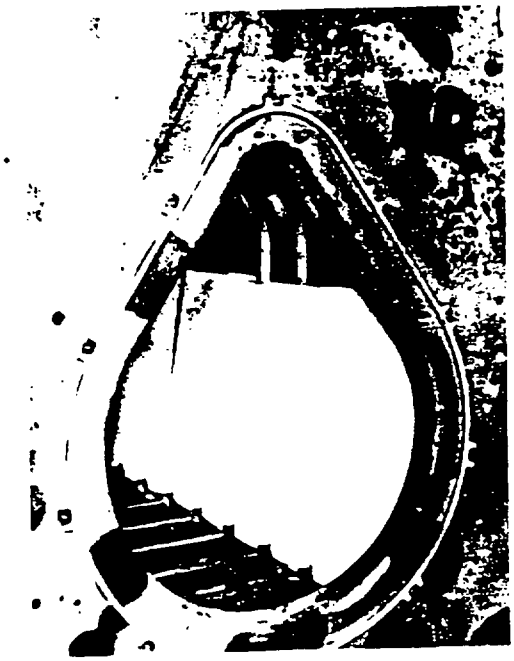

FIGURE 18 - FIREWALL PLATES
4. Install the refractory firewall plates on the right side of the center sections. The plates should be installed toward the front of the boiler. See Figure 18.